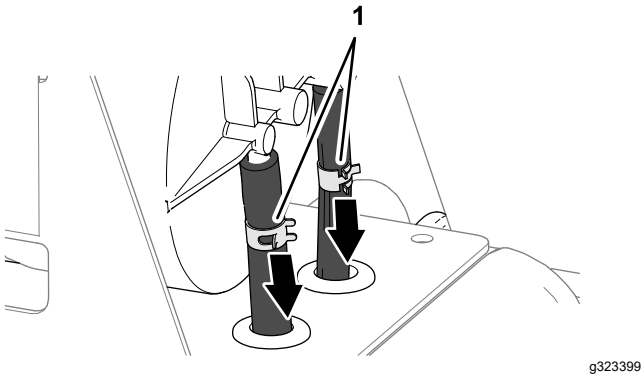

**Figur 84**
3. Lossa de två slangklämmorna som fäster slangarna vid kolkanisterns kopplingar (Figur 84).